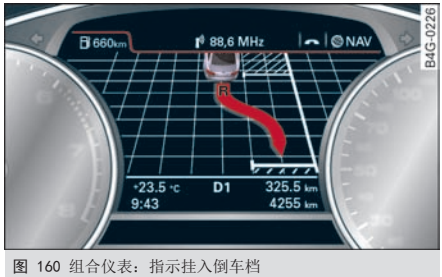

图 160 组合仪表：指示挂入倒车档
- 向前行驶，直到汽车后面显示箭头 ⇨ *图 160* 为止 ⇨ ⚠，*在说明中，见第 105 页*、⇨ ⓘ，*在说明中，见第 105 页*。